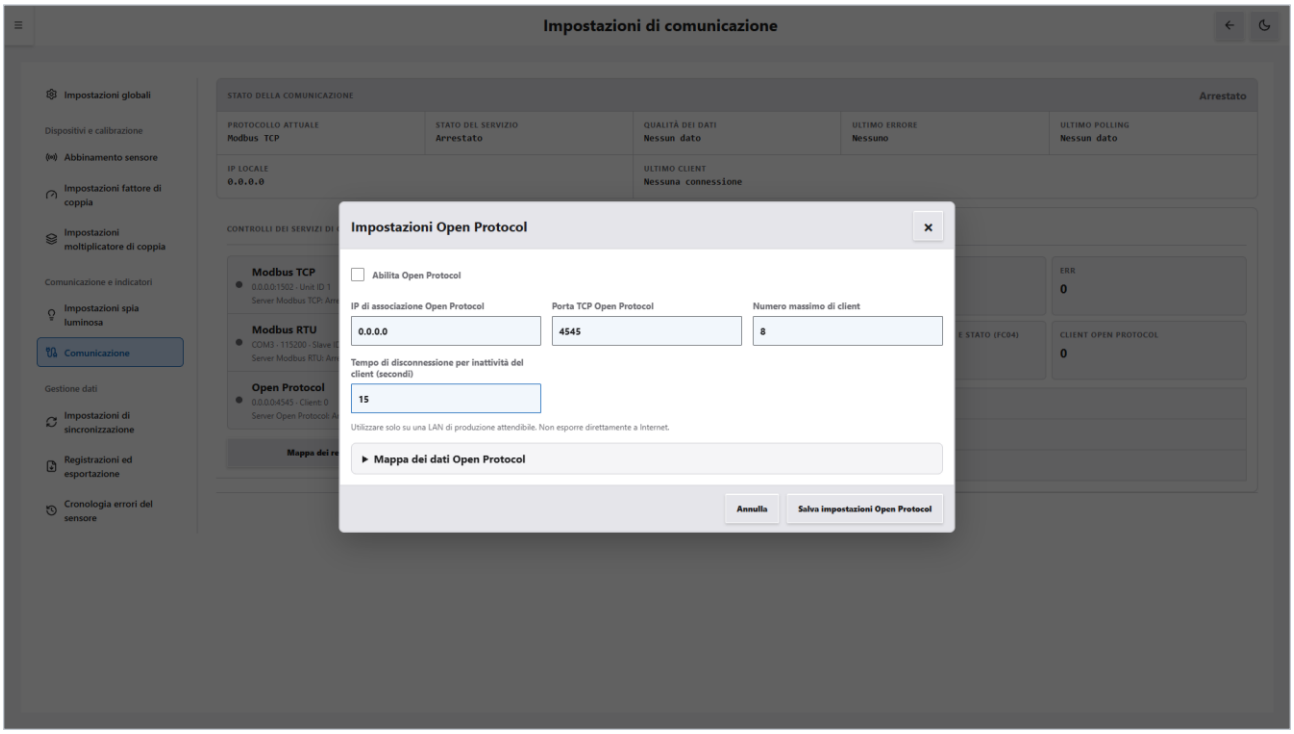

Figura 13-4 Finestra delle impostazioni Open Protocol
2. In «Comunicazione» fare clic su ⚙ a destra della riga «Open Protocol». Si apre la finestra «Impostazioni Open Protocol» (vedere la Figura 13-4).